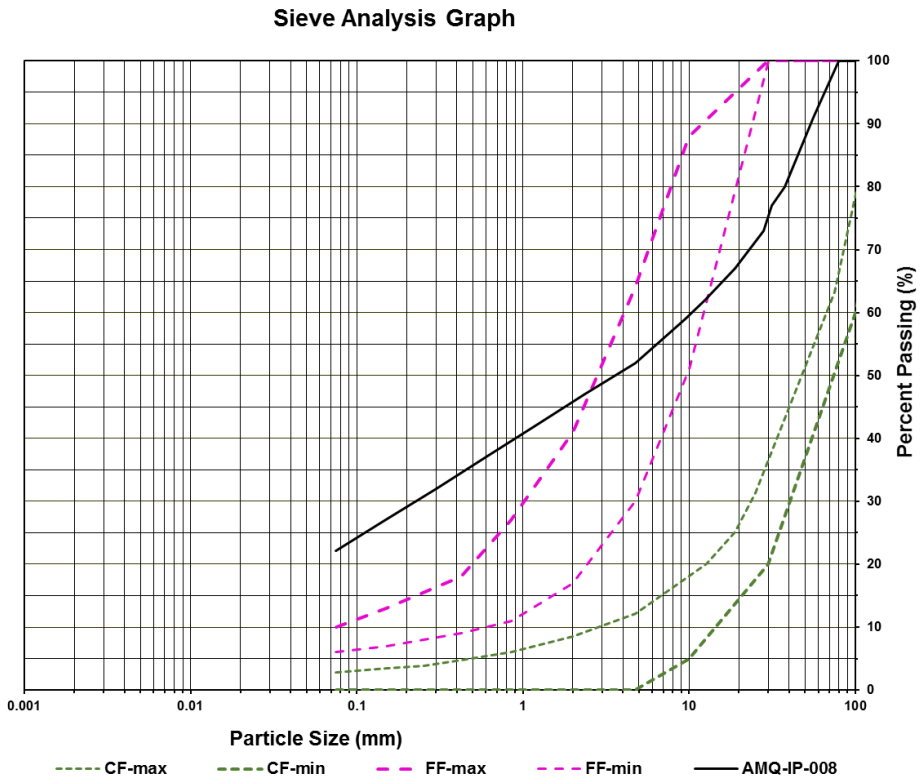

Figure 1: Gradation plot of foundation soil (AMQ-IP-008).
During last week, DM reviewed and documented laboratory test results for foundation soil sampled at station 0+270. The gradation of AMQ-IP-008 is shown in Figure 1. Table 2 summarize gradation and additional three (3) moisture content test results of foundation soil sampled at Station 0+270. As shown in Figure 1 and Table 2, gradation test results for AMQ-IP-008 indicate fine content of 22% less than the fine content of soil used to design filter. However, the moisture content for sample AMQ-IP-008 is greater than 20% that indicate ice rich foundation soil. Following the result, DM went with QC for visual assessment of the area for any ice rich foundation soil and took additional three samples for moisture content tests. DM didn't observe visible ice in the foundation soil. Moisture content results completed on three blocks of samples (see photo 4 in appendix A) taken from the same area (around station 0+270) also indicated moisture content less than 13.5% (not ice rich soil). Additional visual assessment of the foundation soil will be conducted at the time of foundation approval for the area.